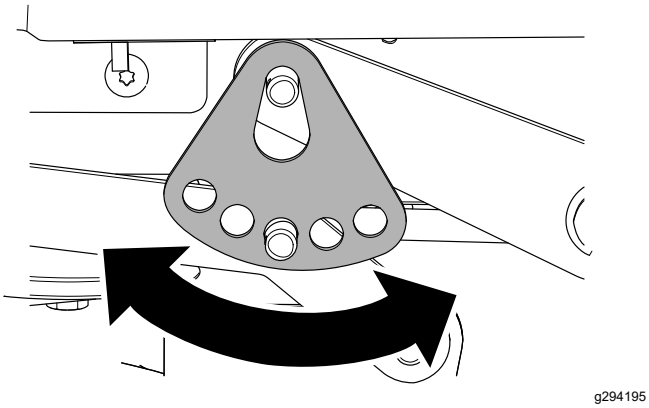

**Figure 71**
7. Rotate the height-of-cut plate to a different hole so that it supports the weight of the mower deck after you install the plate (Figure 71).
8. Install the washer and hairpin cotter (Figure 71).